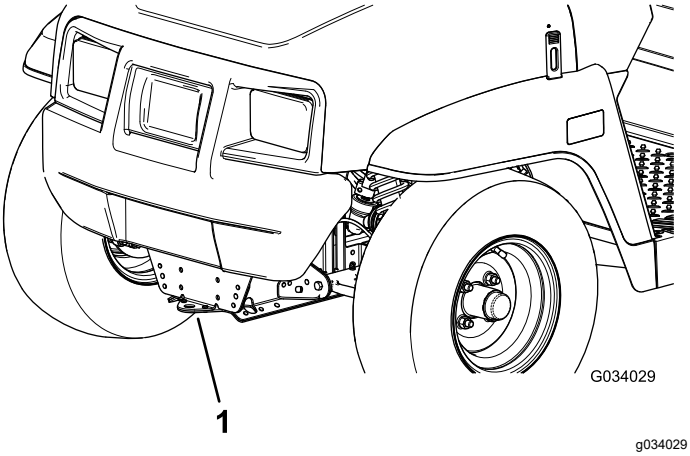
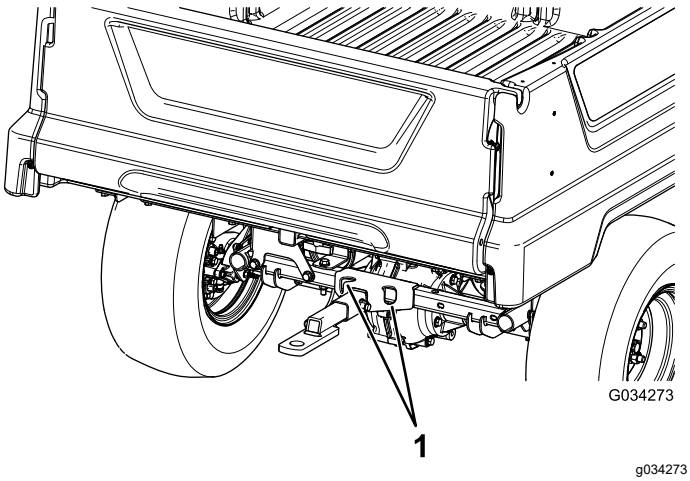

Figur 21
Figur 22
Bruk en tilhenger med brede ramper for å flytte maskinen store avstander. Sørg for at du fester maskinen til tilhengeren. Se Figur 21 og Figur 22 for informasjon om festepunktene på maskinen.
2. Fest et tau til koblingsarmen på frontrammen (Figur 21).